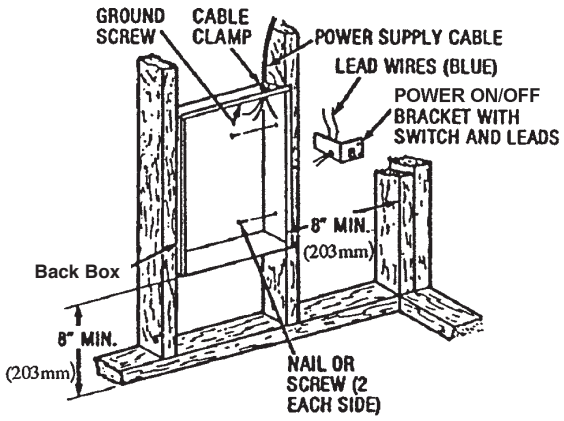

Fig. 1: Locating Back Box in New Construction
1. Mounting Back Box (See Figure 1)
c. Secure the back box in position with wood screws or nails as shown in Figure 1.
2. Power Supply Wiring (See Figure 1)